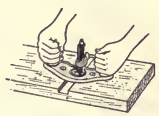

Fig. 40.
37. Router Planing.—To smooth the bottom of a groove or dado, the router-plane may be used. Dadoes, grooves and panels may be cut with this plane, but the cutter must be lowered for each successive cut. See Fig. 40.